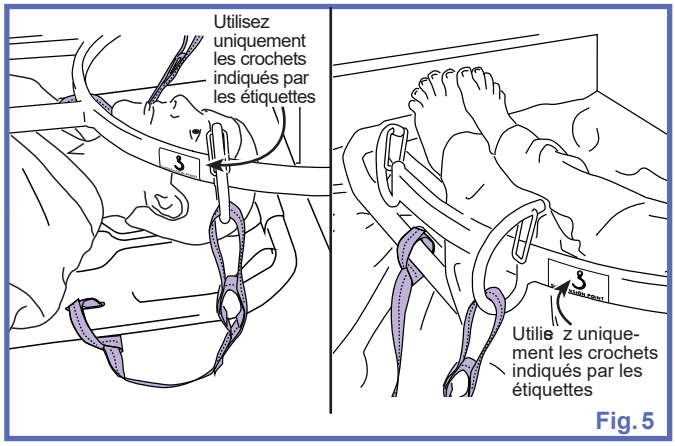

Fig. 5
5) Attachez toutes les sangles au cadre de civière. Choisissez la boucle à utiliser (grande ou petite) pour la tête et les pieds en fonction de la morphologie du patient. Les grandes boucles conviennent la plupart du temps partout. Voir Fig. 5.
AVERTISSEMENT : utilisez uniquement les crochets signalés par les étiquettes comme étant les « points de suspension » (voir Fig. 5), sur le cadre de civière pour attacher la civière *Ferno Scoop EXL Stretcher* au cadre. Le non-respect de ces instructions peut causer la chute du patient et ainsi entraîner des blessures.